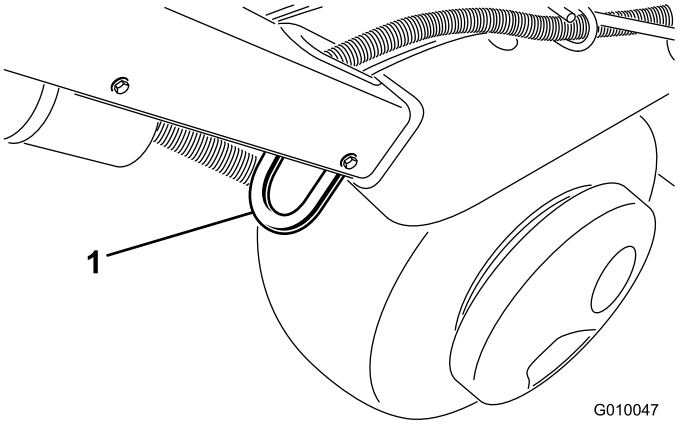
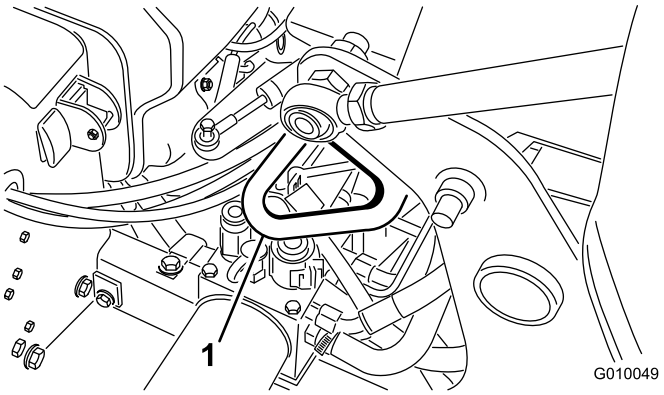

Figuur 32
Figuur 34
3. Zet de bevestigingspunten van de machine (Figuur 32 tot en met Figuur 34) goed vast aan de aanhanger of de vrachtwagen met behulp van riemen, kettingen, kabels of touwen.